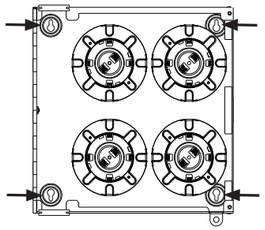

Figure 3
3. Locate four screw holes and mark positions on wall **(Figure 3)**.